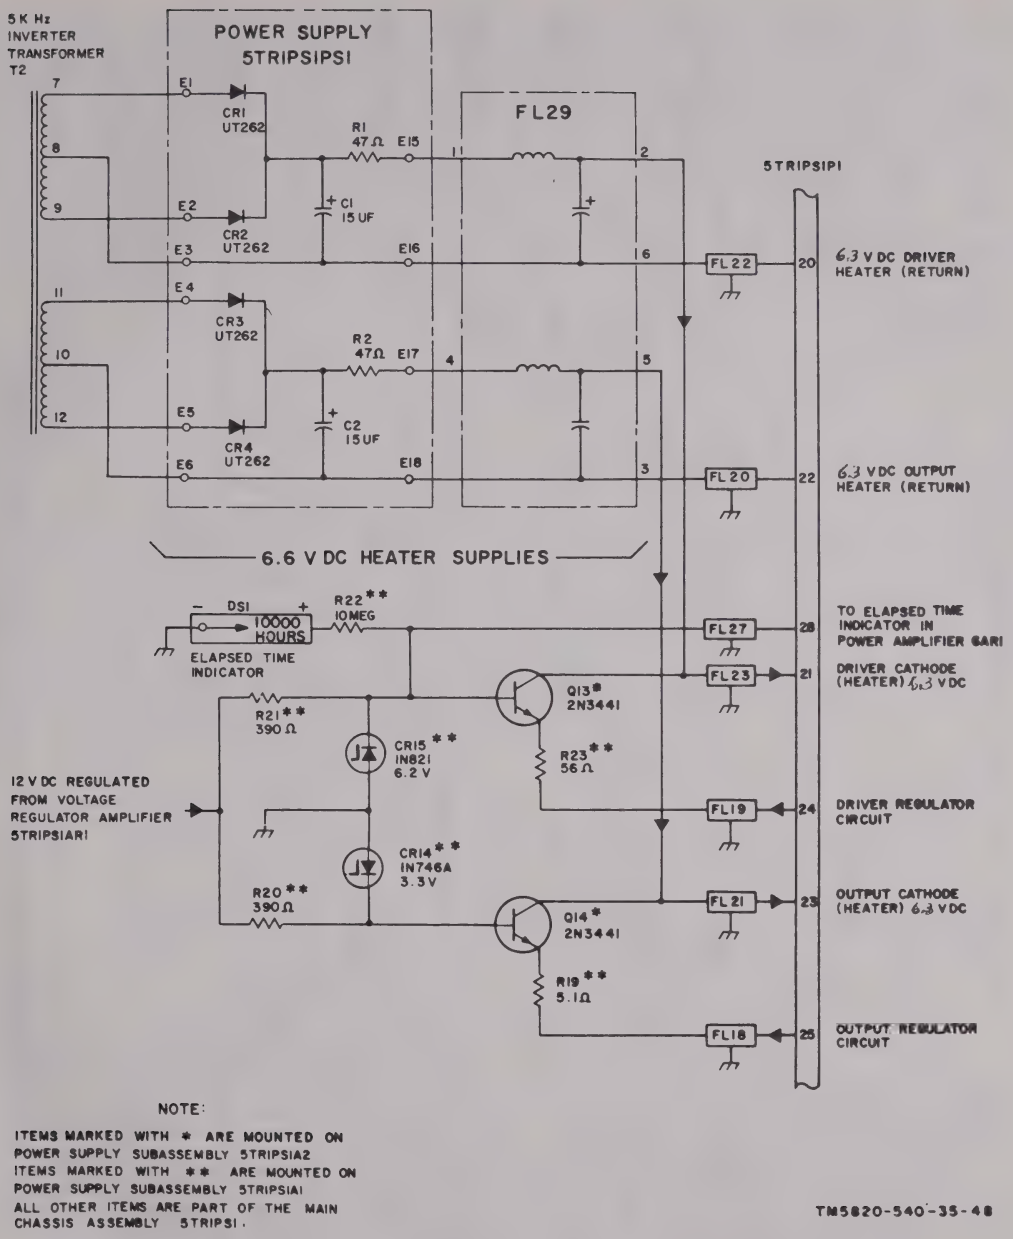

Figure 2-25. Power supply, 6.6v dc heater and constant current supplies, simplified schematic
(8) *Constant current supplies* (fig. 2-25). Two constant current circuits regulate the cathode current of the driver amplifier tube at 60 ma maximum and that of the output tube at 160 ma maximum. 12v dc regulated voltage from the 12v dc regulator (J1 pin J) is fed into power supply subassembly 5TR1PS1A2 through E30 and applied simultaneously to the bases of two high voltage transistors, Q13 and Q14, through R21 and R20. The 6.2v Zener diode CR15 and the emitter resistance keep the base current to Q13 basically constant. The collector of Q13 is connected to the driver amplifier cathode through FL23 and P1-21; the emitter is returned to ground through R23, FL19, P1-24, and a variable resistor (R1) in the transmitter rf head (para 2-26). The value of R23 is chosen to provide the proper nominal value of cathode current; variable resistor R1 in the transmitter rf head is used for fine current adjustment. Similarly, 3.3v Zener diode CR14 and the emitter resistance keep the base current of Q14 constant. The collector of Q14 is connected to the output amplifier cathode through FL21 and P1-23; the emitter is returned to ground through R19, FL18, P1-25, and variable resistor R2 in the transmitter rf head.